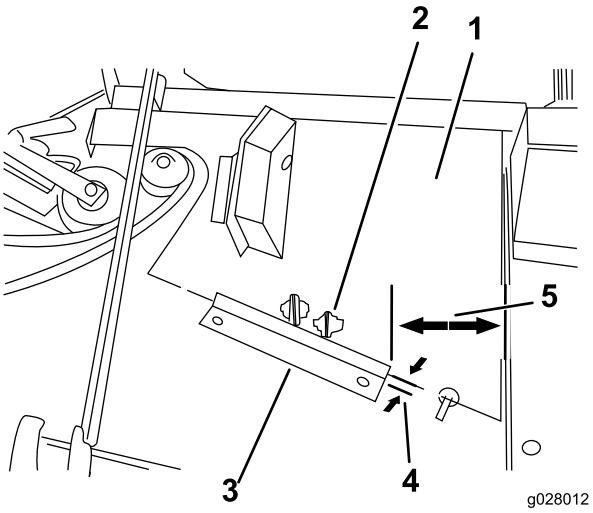

Figure 15
4. Using dimensions shown in Figure 15, locate the mounting position for the spring bracket on the cutting deck.
Note: Make sure to mount the counterbalance to the proper tab on cutting unit spring bracket (Figure 15).